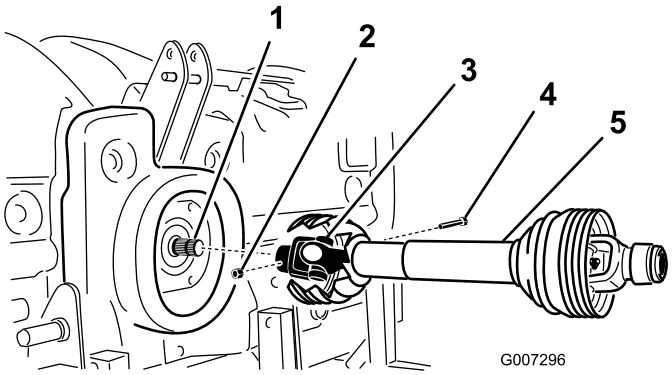

Figuur 8
2. Sluit de aftakas aan op de aandrijfas van de tandwielkast met een 1/2 x 3.00 inch bout en 1/2 inch moer (Figuur 8).